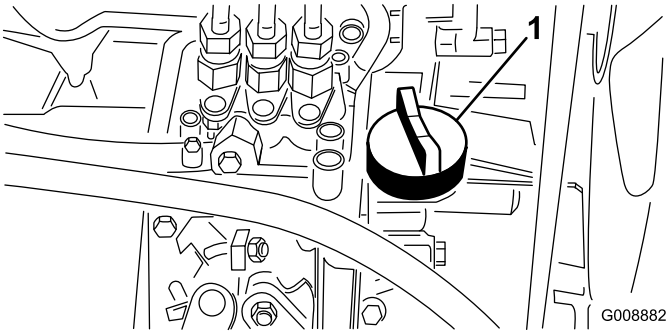

**Figur 38**
4. Hvis oliestanden er lav, skal du fjerne oliepåfyldningsdækslet (Figur 38) og gradvist fylde små mængder olie på og ofte kontrollere oliestanden, indtil den når FULL-mærket på målepinden.